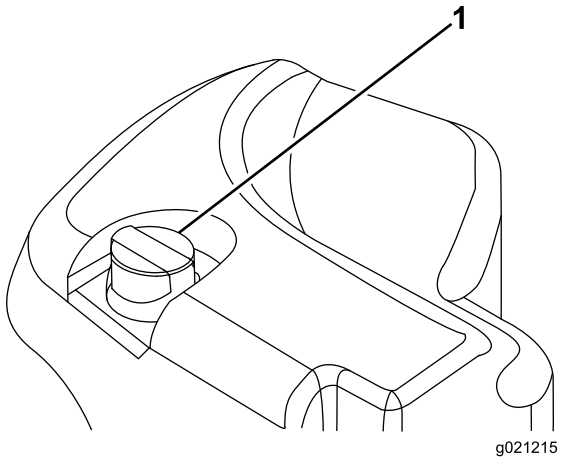

**Figura 32**
2. Limpie la zona alrededor del cuello de llenado y el tapón del depósito hidráulico (Figura 32).